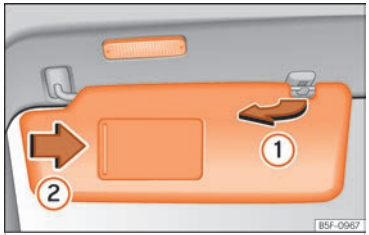

Fig. 91 Para-sol.
- El para-sol es pot extreure de la fixació i girar-se cap a la porta ››› fig. 91 ①.